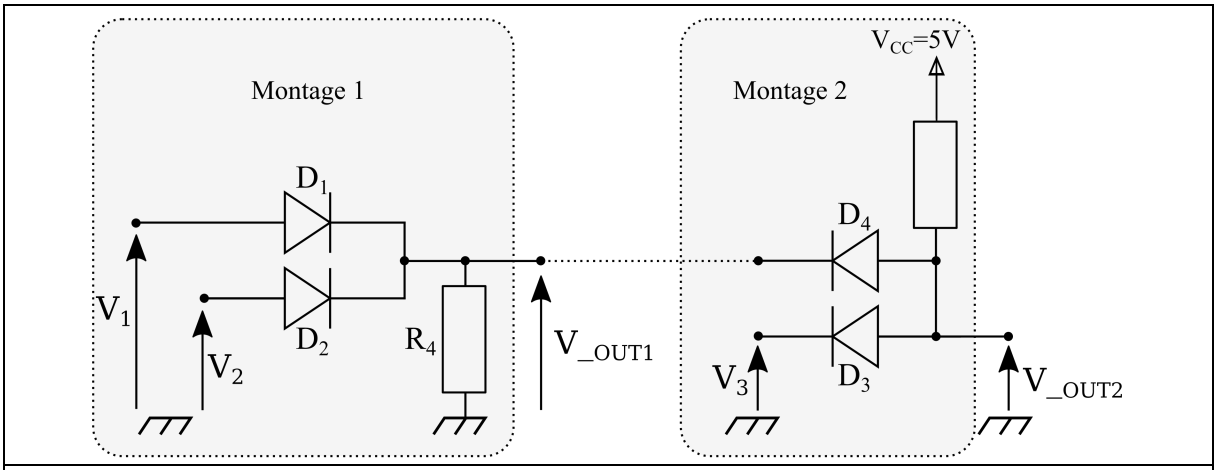
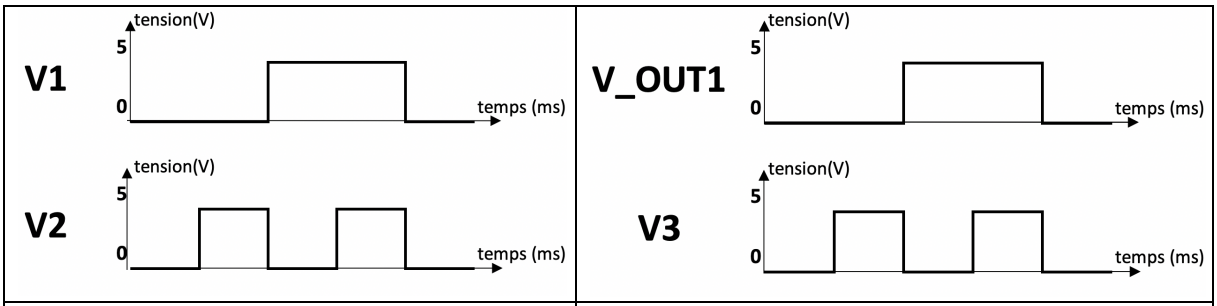

Figure 10.1
Figure 10.2 | *Figure 10.3*
On considère le montage de la Figure 10.1 ci-dessous réalisant une fonction logique à partir de deux montages simples. L'évolution des tensions d'entrées est donnée par les chronogrammes en Figure 10.2 et Figure 10.3 . Les diodes sont considérées idéales dans un premier temps.
- *En déduire la fonction globale du montage de la Figure 10.1*